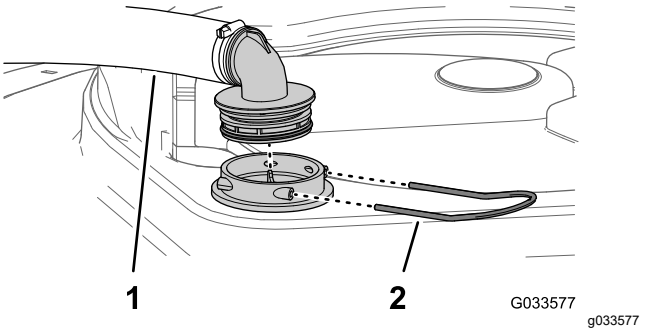

Figura 54
2. En la parte superior del depósito de fumigación, retire la horquilla de retención que sujeta el acoplamiento que está conectado a la manguera grande y al alojamiento del filtro (Figura 54).
3. Retire la manguera y el acoplamiento del alojamiento del filtro (Figura 54).